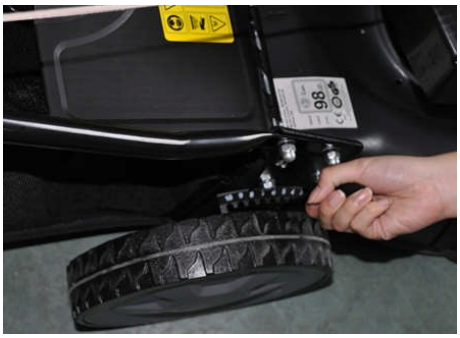

図 10
3. 刈高さを調整するために、選択された高さの上へレバーを移動して、車輪へのアジャスタ・レバーを押します。(図10)すべての車輪は所要の刈高さとなっています。